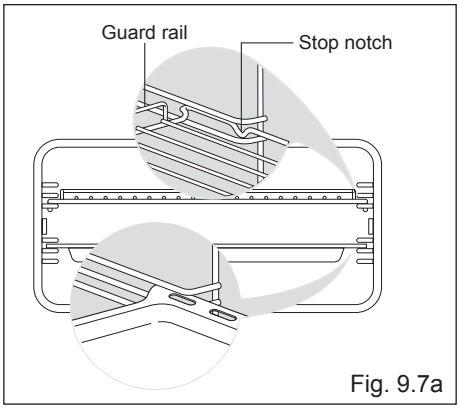

Fig. 9.7a
- Slide in, on the guides, the shelf (figs. 9.7a, 9.7b).
- Left ovens only: slide in, on the guides, the tray (figs. 9.7a, 9.7b).